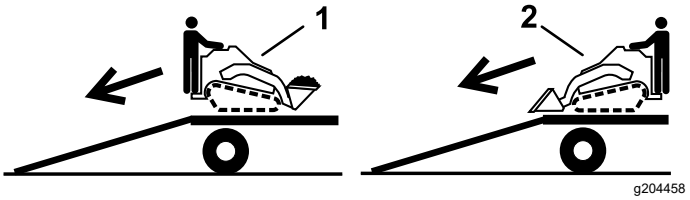

**Figura 30**
2. Descargue la máquina del remolque por la rampa con el extremo más pesado hacia arriba, y la carga en la posición más baja posible (Figura 30).